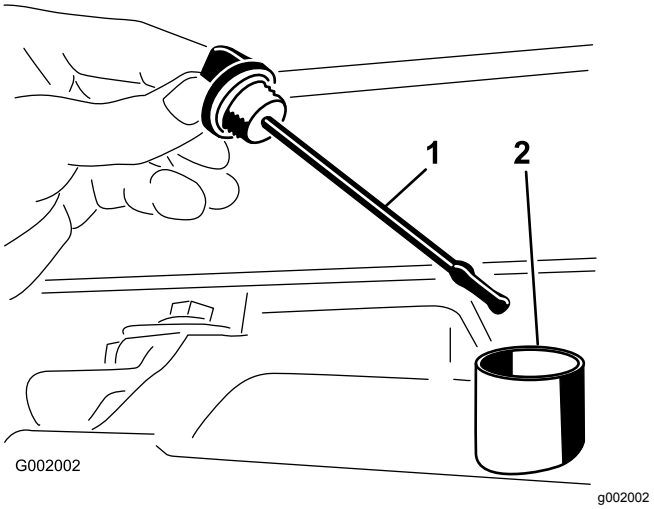

**Figuur 49**
2. Verwijder de peilstok en veeg deze af met een schone doek (Figuur 49).